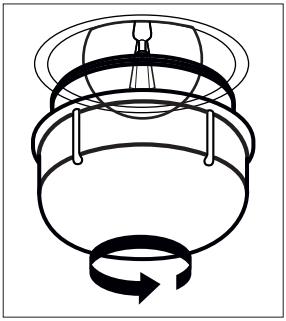

Figura 29
**2.** Rimuovere la protezione in vetro ruotandola in senso antiorario (Vedere la figura 29). Usare guanti di plastica può aiutare se si ha difficoltà a ruotarla.